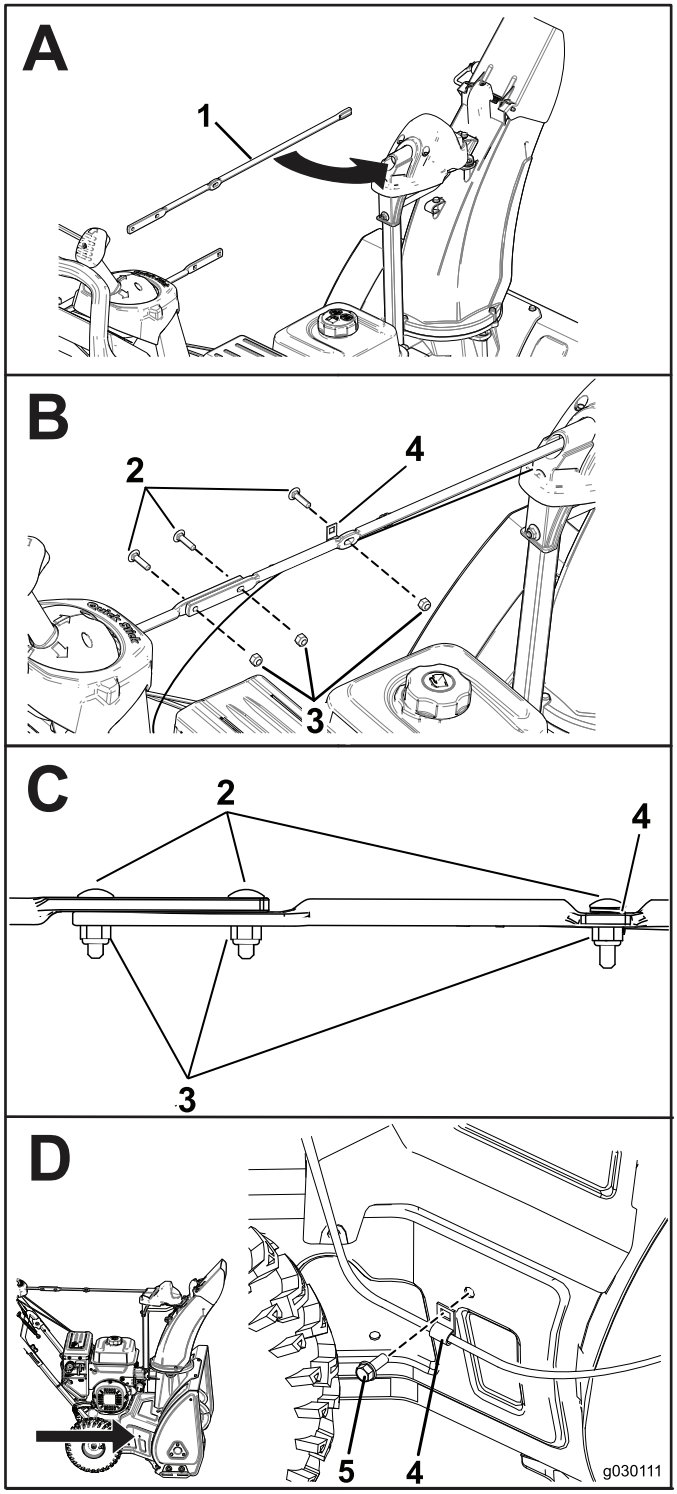

Figura6
2. Asamblai tija jgheabului i fixai cablurile (Figura6).